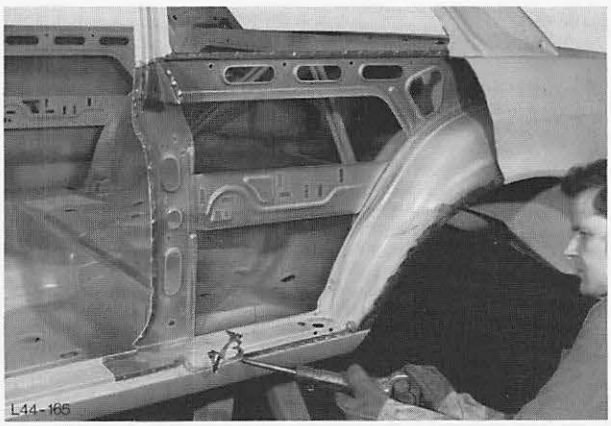

Abb. 198 Blechreste entfernen
14. Blechreste von Punktflanschen entfernen, Abb. 198.